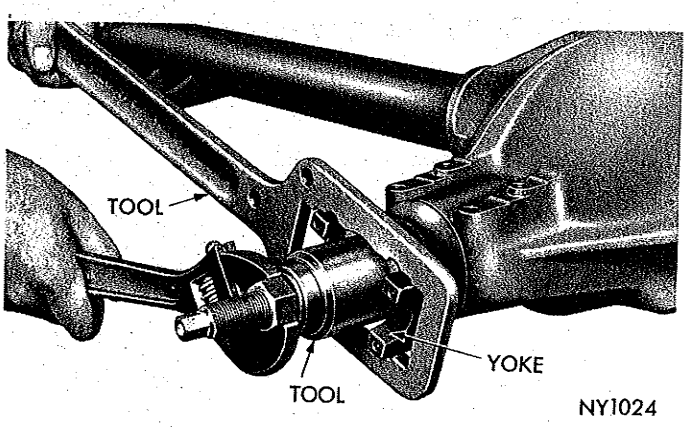

*Fig. 20—Installing Companion Flange*
(8) Install drive pinion flange using Tool C-3718 and holding Tool C-3281 (Fig. 20).
(9) Remove Tool C-3718 and install belleville washer, (convex side of washer up) and pinion nut. Tighten nut to 240 foot-pounds.